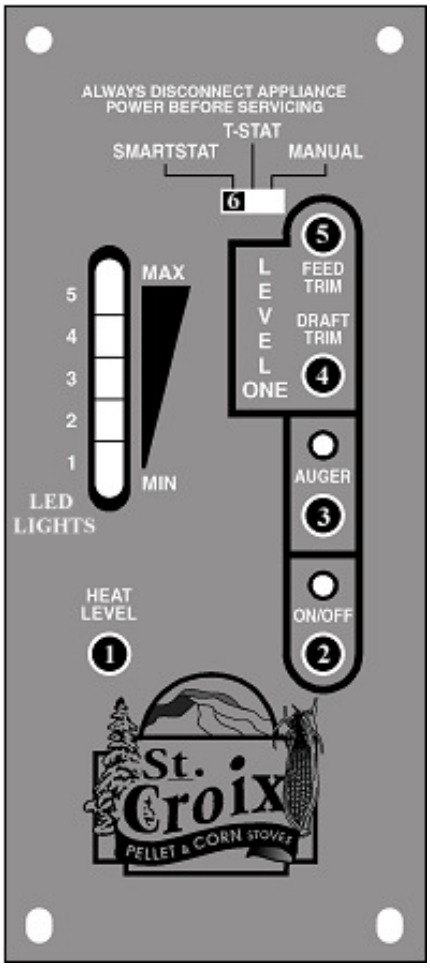
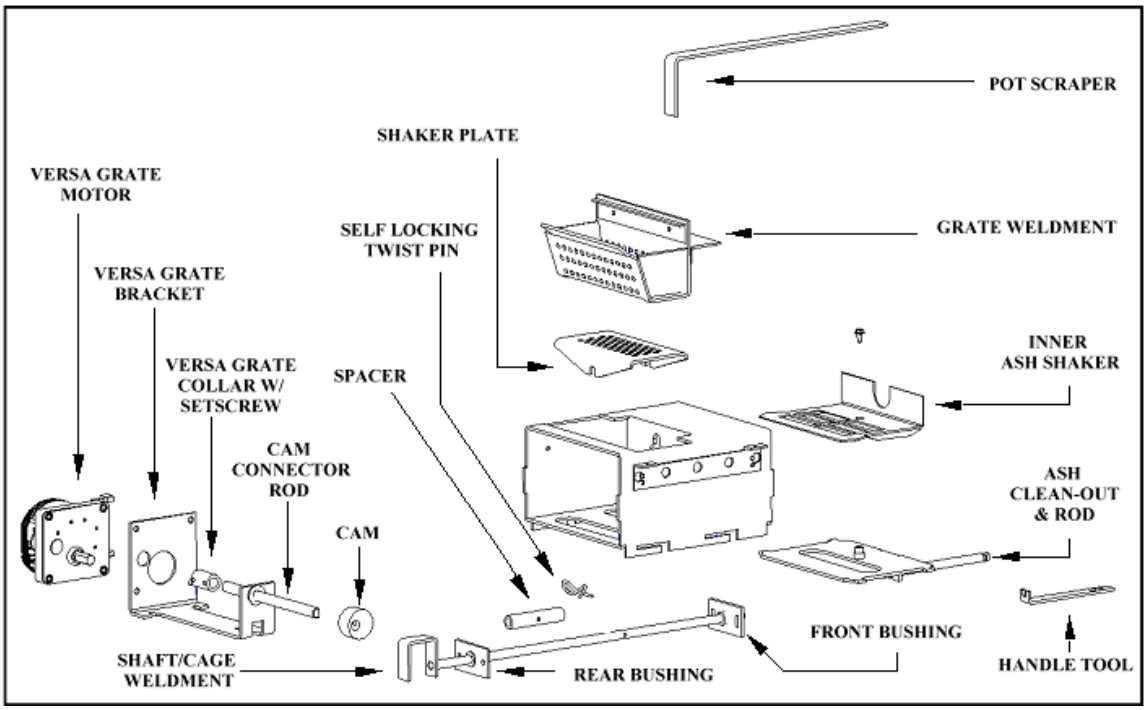

Figure 2
Figure 5
The Prescott is approved to burn a mixture of pellets and corn (maximum 50% corn). The Thermostat Switch should be set to the Manual position. (*See Fig. 2 on page 5*) Operation of the stove doesn't change when burning a mixture of pellets and corn. The burn pot will need to be cleaned on a daily basis, using the "Pot Scraper Tool" shown in figure 5 on page 9. Use the Pot Scraper Tool to remove any clinkers that build up because of the corn when needed. For more information, read the Daily, Periodic and Yearly Maintenance section towards the back of this manual.
A closer look at the Control Board on page 5, in figure 2 will explain how the board works. There are five buttons labeled 1 through 5, a slide switch labeled 6 and a LED Light bar with 5 Heat Settings. ***The LED Light bar is also used during the Diagnostic process, see page 6 and 7 for more details.***
The buttons on the board function as follows: *(Refer to Figure 2. The touch pad buttons and Slide Switch are labeled with the white numbers 1 through 6)*
Lighting Your Stove. (Refer to Figure 2)
Shutting The Stove Off *(Refer to Figure 2)*
The #2 LED and the #3 LED lights on the LED Light bar as show in Figure 2 will flash to give a
1. The **Proof of Fire** switch. This switch will sense the temperature of the Exhaust rising during start up. If the Exhaust temperature does not reach 110 degrees F, or if during use the temperature drops below 110 degrees F, the Stove will go into **"Internal Alarm"** and the Auger will quit feeding fuel. Once the stove completes the safety shutdown, the #3 LED will start blinking. *(See Figure 2 on Page 5 and point 3 on page 15)*
2. The **High Limit** switch. This sensor will sense if the unit reaches temperatures that are too high for normal operation. If this happens the Auger will quit feeding and the #2 and #3 LED lights will flash simultaneously. *(See Figure 2 on Page 5 and point 4 on page 16)*
3. The **Vacuum** Switch - For the stove to operate, the Firebox needs to be sealed. During the first 30 seconds after the stove has been turned on the Control Board will check if the switch senses negative pressure (Vacuum) in the Firebox of the stove. If there is no negative pressure, the stove will shut down and the #2 LED will start blinking. *(See Figure 2 on Page 5 and point 2 on page 15).*
The Versa Grate System (see Figure 5 below). The benefit of this feature is that the stove can operate for longer periods of time, with most fuels, without the grate requiring cleaning. If the flame becomes dark orange, is accompanied by black smoke or burns with a lazy motion - it's time to clean the grate **When you first operate your stove or whenever you change fuels check to determine needed cleaning frequency.**
First, let's become familiar with the burn system in a St. Croix Pellet stove. Remember, cleaning frequency may change dramatically from one fuel to another. Pellets with high ash content or that have increased amounts of impurities or high moisture content. Every St. Croix Pellet stove model will have the same system as shown in figure 5 below. There is a 2-piece burnpot. The top Part is called the **"Grate Weldment"**. This sits on top of the **"Shaker Plate"**. This in turn sits on top of the **"Shaft/Cage Weldment"** and is held in place with the **"Spacer"** & **"Self Locking Twist pin"**. The Shaft/Cage weldment is moved towards the front of the stove and then towards the back of the stove by the **"Cam"** that is connected to the **"Versa Grate Motor"**. This motion is constant, while the stove is in operation. The only parts that may need to be removed for cleaning purposes during the Daily or Periodic Maintenance are the "Grate weldment" and the "Shaker Plate". This is to check the holes in the burnpot system to see if they are plugged.
1. Check Grate Weldment and Shaker Plate (See figure 5) to determine if holes are plugged. Clean as needed. With proper precautions the grate may be partially cleaned while the stove is hot. Follow these steps:
d. Use the "scraper" provided to move the burning pellets to one side of the grate, leaving the ash in the bottom of the grate. (See Fig 5 & 6)
Use scraper shown in figure 5 & 6 to scrape ash into ash pan. Use a vacuum (cold stove only) to thoroughly clean these areas.
3. Clean burn grate holes at least weekly. Remove the burn grate and use a small metal object to clean out plugged holes. (*See fig. 5 on page 9.*)